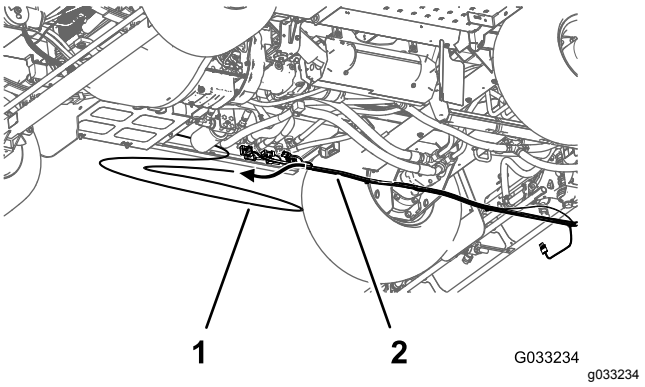

**Figur 42**
7. Afmonter tryksensorrøret til instrumentpanelets måler fra det bageste ledningsnet fra maskinen (Figur 42).